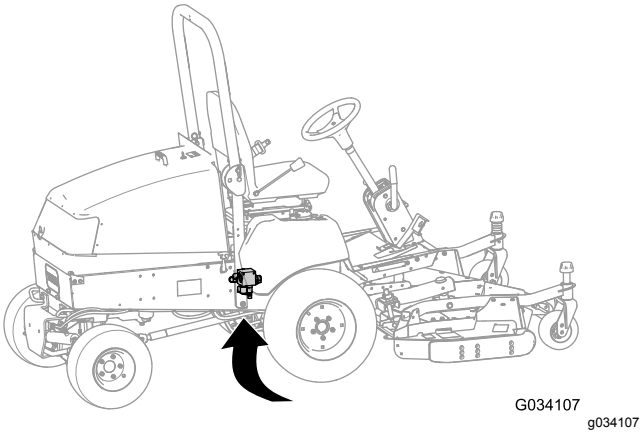

Figur 13
2. Finn løftemanifolden fra under maskinen, på innsiden av høyre rammekanal, bak forakselen (Figur 13).